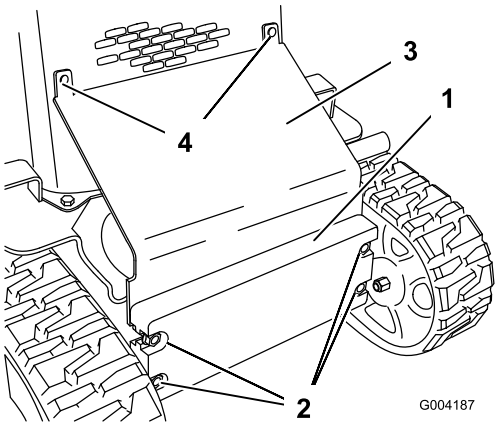

Figuur 25
2. Draai de bouten los waarmee het voorgewicht is vastgezet (Figuur 25).
3. Verwijder de slotbouten en moeren waarmee het hittescherm is bevestigd (Figuur 25).
10. Schuif het hittescherm tussen het frame en het voorgewicht en bevestig het scherm aan de voorschermgrille met behulp van de slotbouten en moeren die u eerder hebt verwijderd (Figuur 25).
11. Draai de bouten vast waarmee het voorgewicht is vastgezet (Figuur 25).